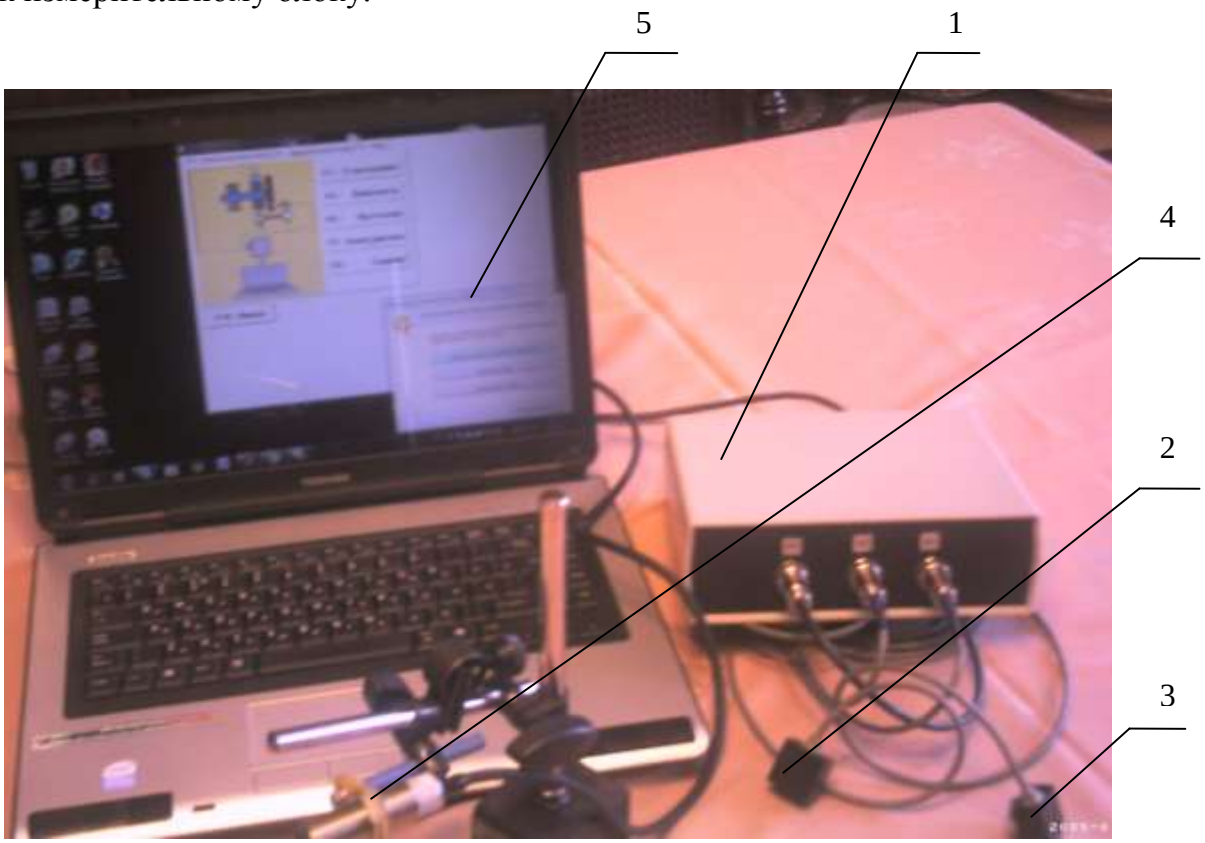

Рис. 4.1. Прибор для балансировки «БалКом-1» в комплекте
4.1. Фотографии прибора «БалКом-1» представлены на рис. 4.1 и 4.2.
Прибор (см. рис. 4.1) состоит из измерительного блока **1**, двух датчиков вибрации **2** и **3**, датчика фазового угла **4** и портативного компьютера (нетбука или ноутбука) **5.**